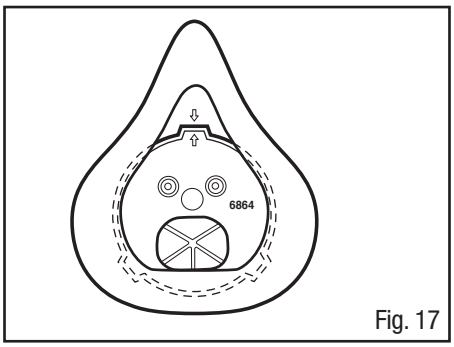

Fig. 17
2. Pour replacer, positionner l'ensemble coquille nasale sur les flèches d'alignement de l'adaptateur central (Fig. 17).
7. Replacer l'ensemble coquille nasale (Fig. 17).